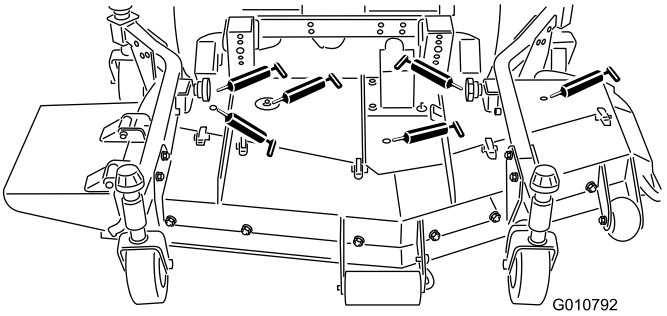

Figuur 17
- Lagers van de mesas (Figuur 17)
- Kogelverbindingen van rechter- en linkerduwarm (Figuur 17)